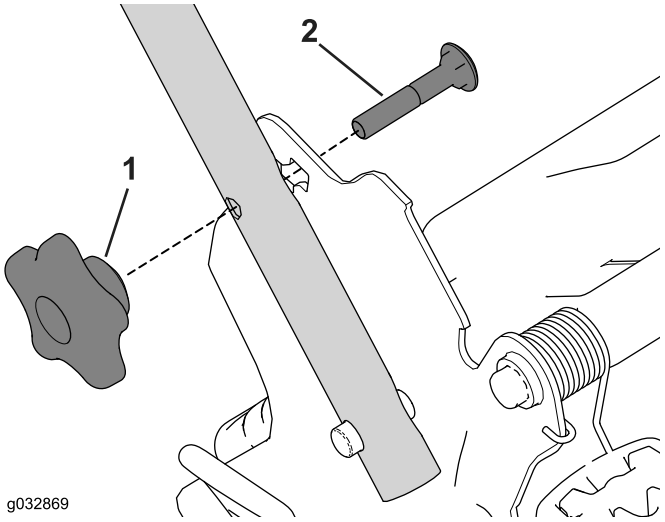

Bild 6
4. Führen Sie die Schlossschraube (mit dem Schraubenkopf nach innen zeigend) durch die obere oder untere viereckige Öffnung in der Griffhalterung und das obere Loch des Griffendes (Bild 6).